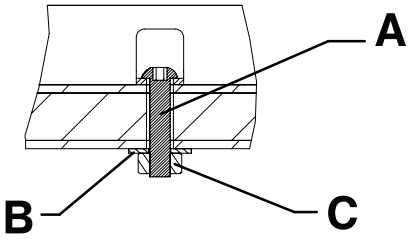
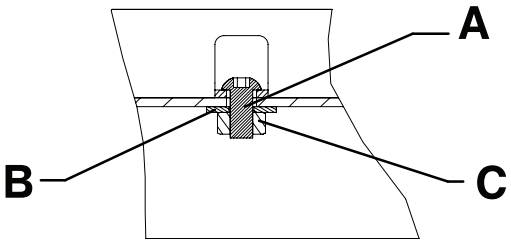

Rysunek 12 – Mocowanie podłogowe, szyny prowadzące - Widok 5A
Rysunek 13 – Mocowanie do tacy, szyny prowadzące - Widok 5B
5. Przymocować szyny prowadzące do podłogi lub tacy za pomocą dwóch śrub M8 z półkolistym łbem walcowym (A), dwóch płaskich podkładek M8 (B) i dwóch nakrętek M8 (C) (niedostarczone) (Rysunek 12 lub Rysunek 13).